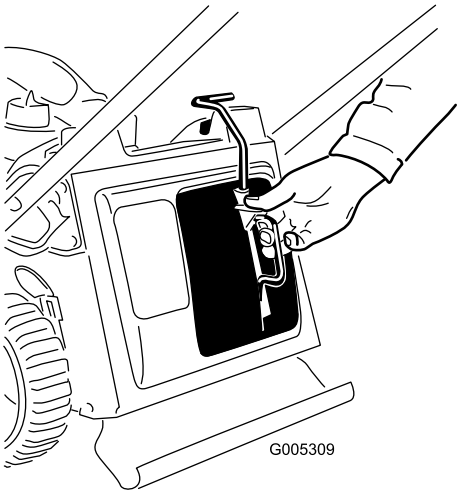

Bild 26
3. Setzen Sie den Mulchverschluss ein (Bild 26).